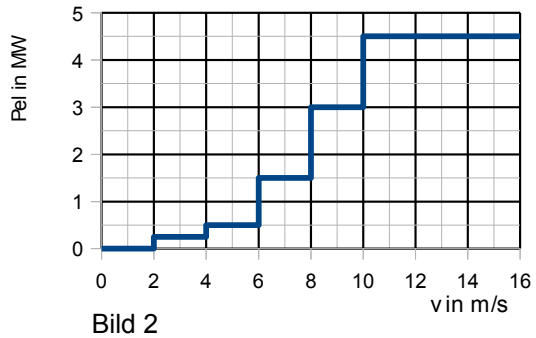

Bild 2
Das Pumpspeicherkraftwerk wird ergänzt durch eine Windkraftanlage. Die Leistungskurve der Windkraftanlage ist im Bild 2 stark vereinfacht dargestellt. Die Windkraftanlage hat folgende technischen Daten:
3.2.1 Erläutern Sie, warum die Leistungskurve im Bild 2 mit zunehmender Windgeschwindigkeit ansteigt und dann abflacht. 2